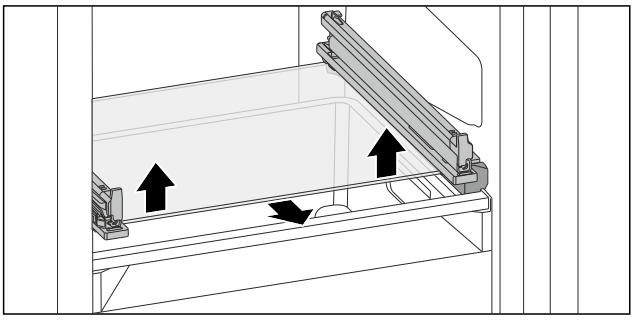

Fig. 138 Tilting drawer glass shelf
▶ Push glass shelf upwards from below on both sides. (see Fig. 138)